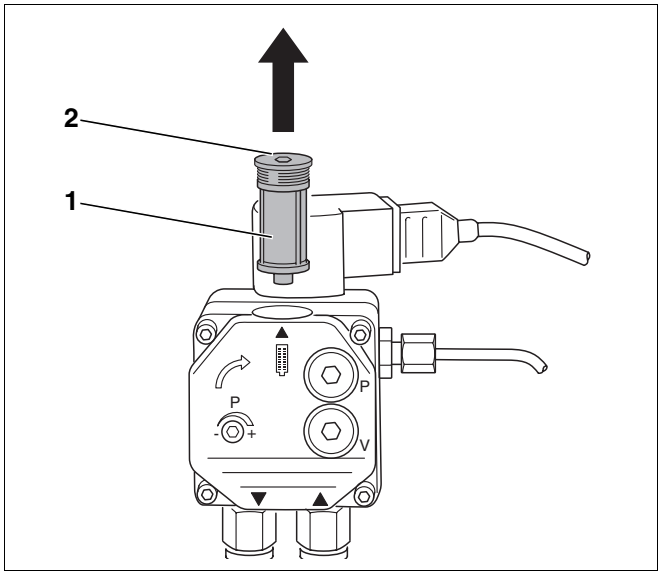

Rys. 26 Sprawdzenie filtra pompy olejowej – pompa olejowa Danfoss
- Odkręcić śrubę imbusową w górnej części urządzenia (rys. 26, **poz. 2**).
- Wyjąć do góry filtr pompy olejowej (rys. 26, **poz. 1**).
- Filtr pompy olejowej (rys. 26, **poz. 1**) oczyścić benzyną do czyszczenia, w razie potrzeby wymienić i ponownie zamontować w pompie.